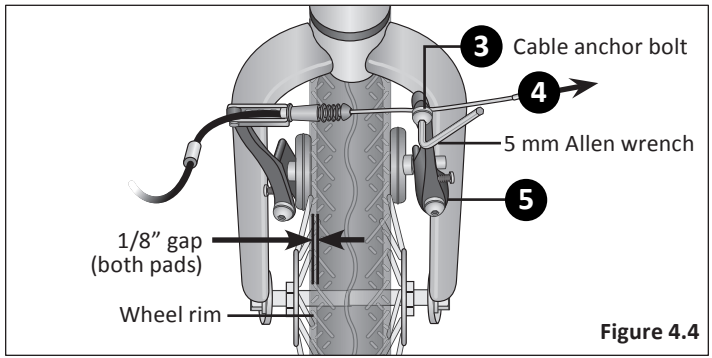

Figure 4.4
3. Check the brake cable is seated in the brake lever. Using a 5 mm allen wrench loosen the cable anchor bolt enough so the brake cable can move freely. **Figure 4.4**